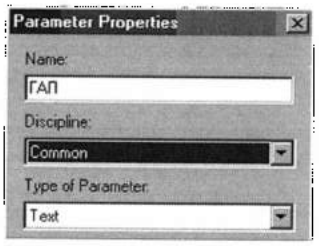

Рис. 2.7. *Настройка свойств параметра*
4. Создать новый параметр, открыв в разделе **Parameter** (Параметры) кнопкой **New** бокс **Parameter Properties** (Свойства параметра) (рис. 2.7), в котором выполнить следующую настройку.
2. Кнопкой **Add** (Добавить) открыть бокс **Parameter Properties** (см. рис. 2.7), в котором убедиться, что переключатель **Parameter Type** установлен в положение *Project Parameter.*
3. В боксе **Parameter Properties** выполнить настройку, как это было описано для общих параметров для одноименных полей и списков (см.рис. 2.7 и 2.8). В отличие от процедуры назначения общего параметра категории, здесь становятся доступными все поля для непосредственного ввода новых параметров.